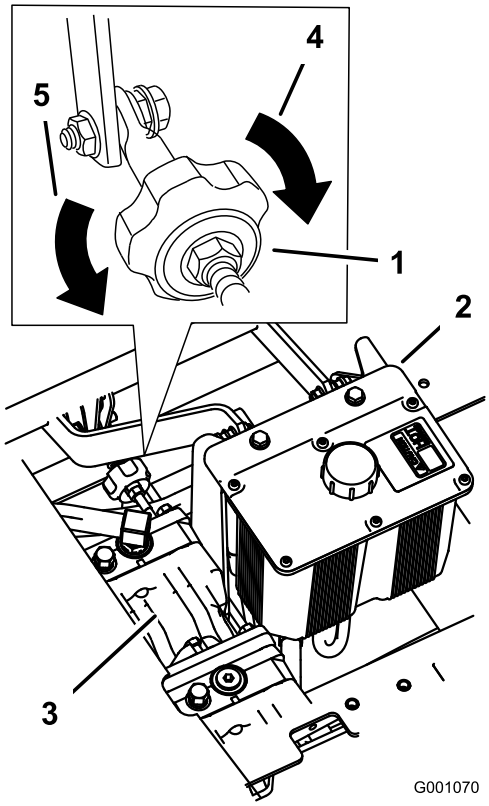

Figur 75
2. Juster pumpestangens længde ved at dreje knappen i den rigtige retning, indtil hjulet står stille eller kryber en smule i bakgear (Figur 75).